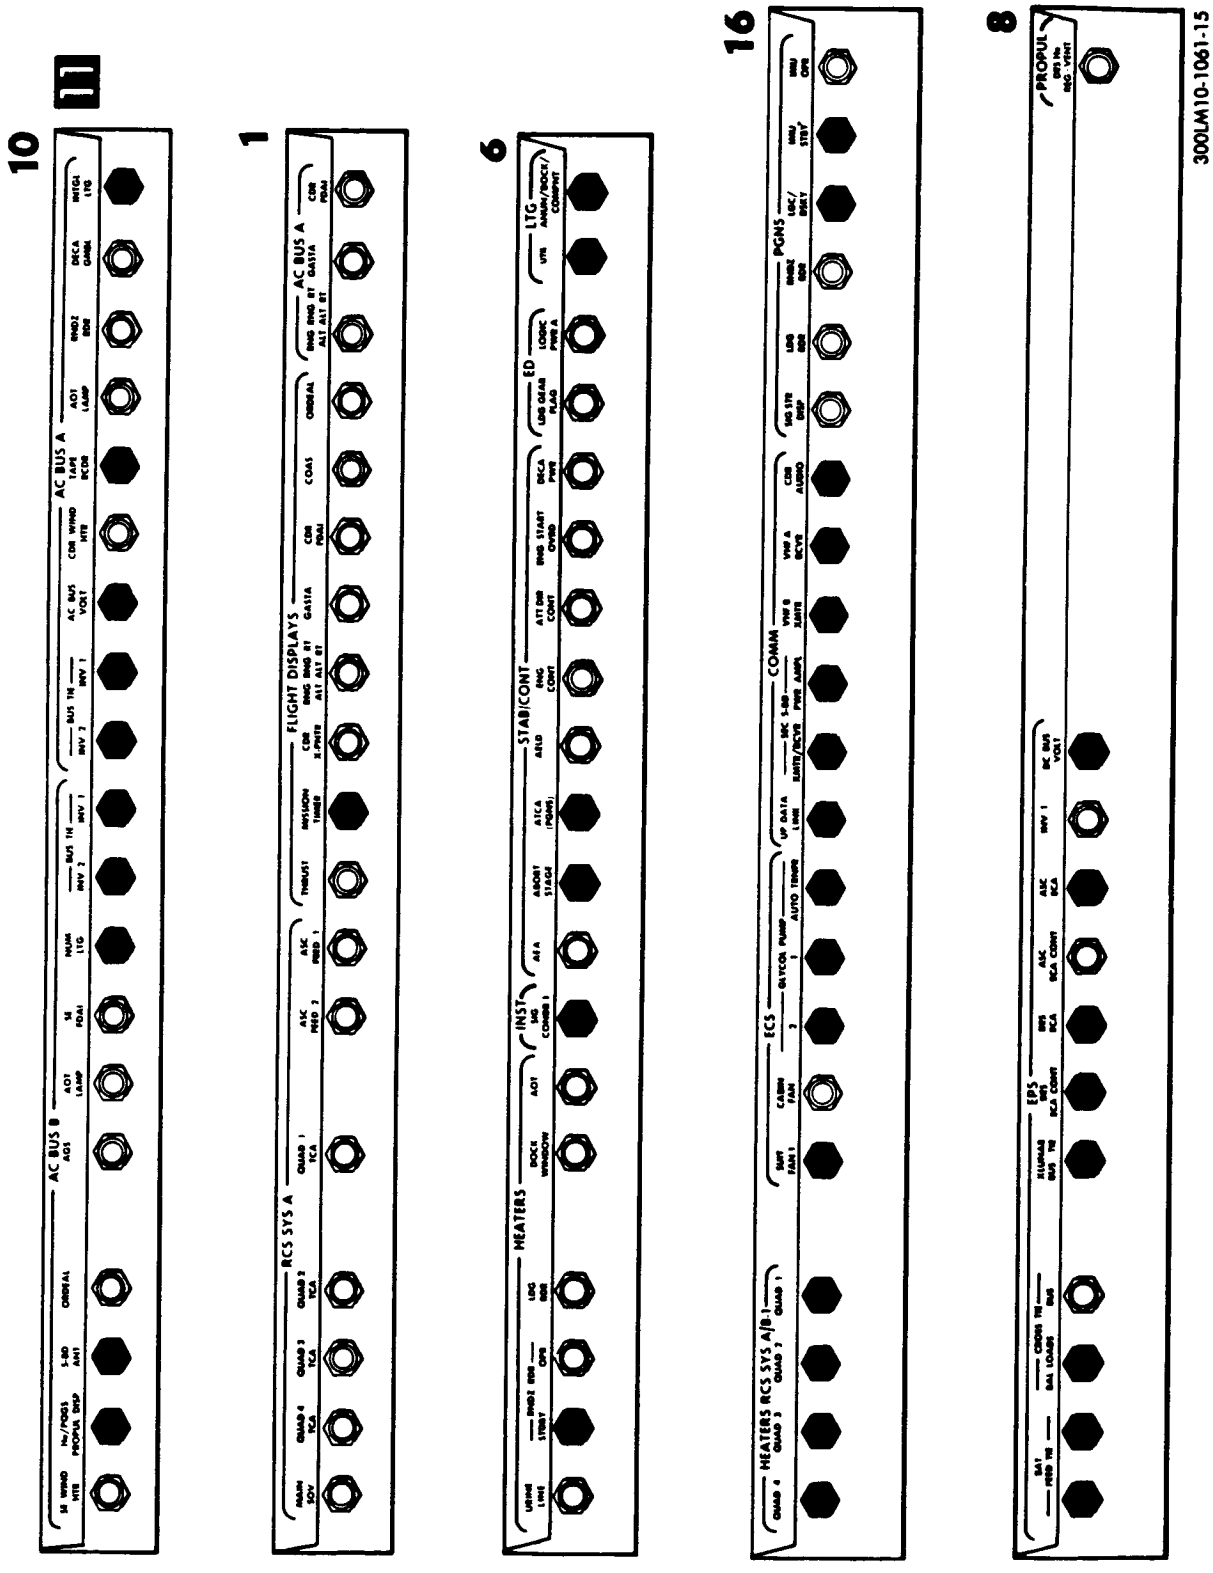

Figure 4-26. Lunar Stay Subsystems Check (Panel 11)
SEC S BD PWR AMPL - close VHF B XMTR - close VHF A RCVR - close CDR AUDIO - close CB PGNS: LGC/DSKY - close IMU STBY - close CB EPS: BAT FEED TIE (2) - close CROSS TIE BAL LOADS - close XLUNAR BUS TIE - close DES ECA CONT - close DES ECA - close ASC ECA - close DC BUS VOLT - close Verify cb status per Lunar Stay Subsystems Check.	See figure 4-26.